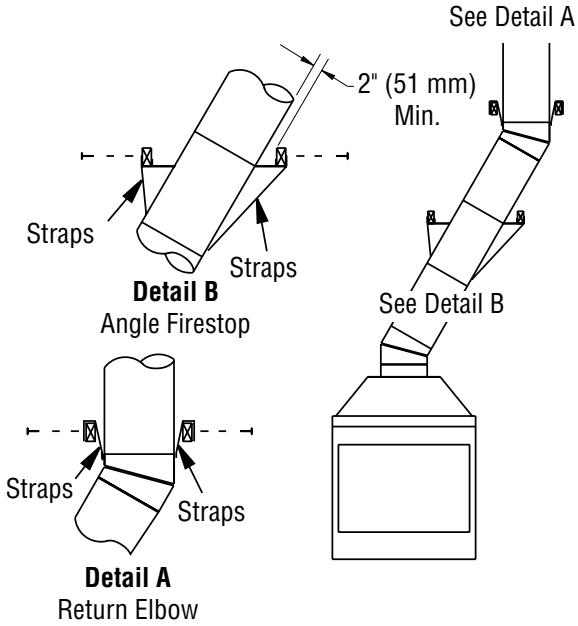

Figure 11 - Ceiling Support Pipe 12S-12DM
2. Chimney weight above offset rests on return elbow. Straps must be securely nailed to rafters or joists *(see **Figure 11**, details A and B).*